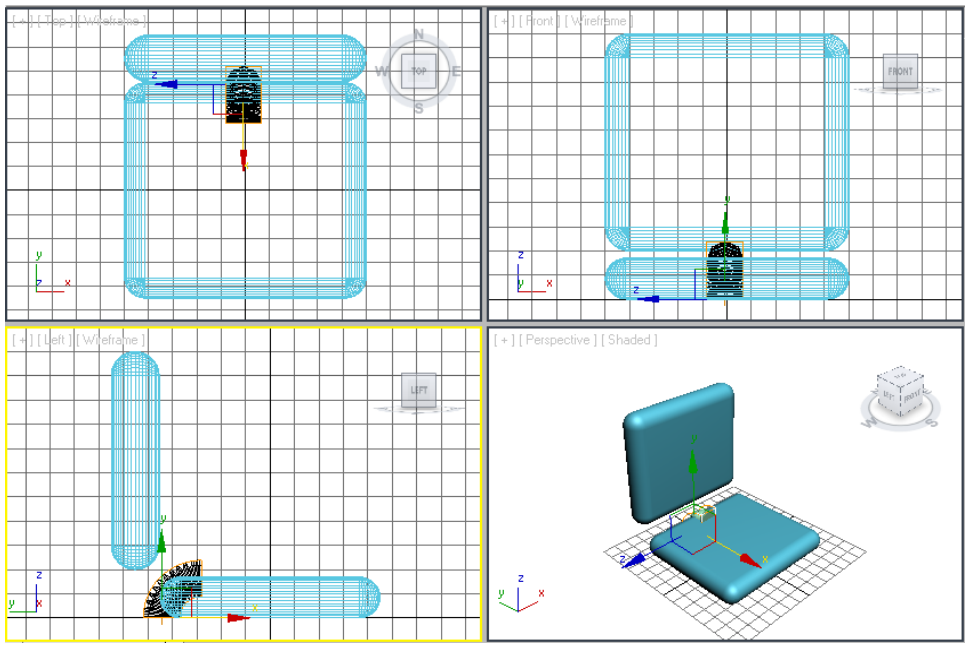

Figure 3-73 *The spring support after applying the* ***Bend*** *modifier*
3. After entering the values, the *spring support* is displayed, as shown in Figure 3-73.